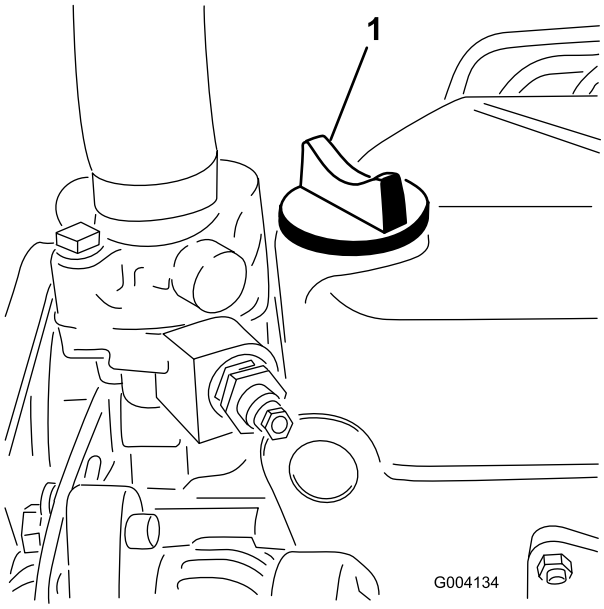

Figuur 27
5. Als het oliepeil beneden de Vol-markering staat, verwijdert u de vuldop (Figuur 27) en vult u bij met olie totdat het oliepeil de Vol-markering op de peilstok bereikt. **Niet te vol vullen.**